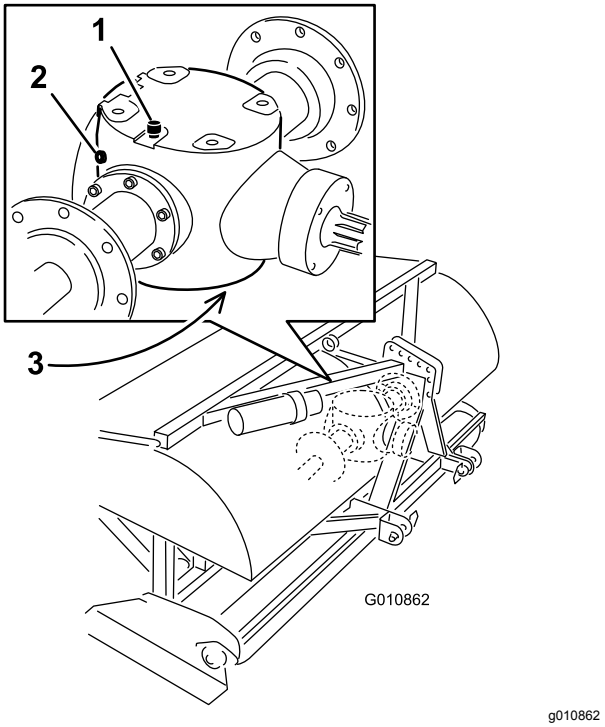

**Figur 46**
3. Ta bort kontrollpluggen från växellådan (Figur 46).
4. Kontrollera att oljan når upp till den nedre delen av kontrollpluggshålet i växellådan (Figur 46).
1. Ta bort skräp från luftnings-/påfyllningspluggen och tappa ur pluggen för att undvika kontamination (Figur 46).